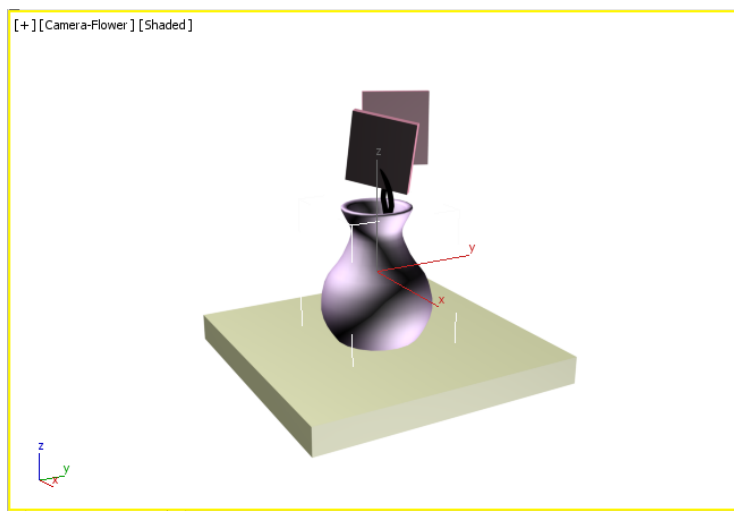

Figure 9-2 *The c09_tut1_start file*
2. Choose **Open** from the **Application** menu; the **Open File** dialog box is displayed. In this dialog box, browse to the location *\Documents\c09_3dsmaxdesign_2014_tut* and select the **c09_tut1_start.max** file from it. Choose the **Open** button to open the file, refer to Figure 9-2.